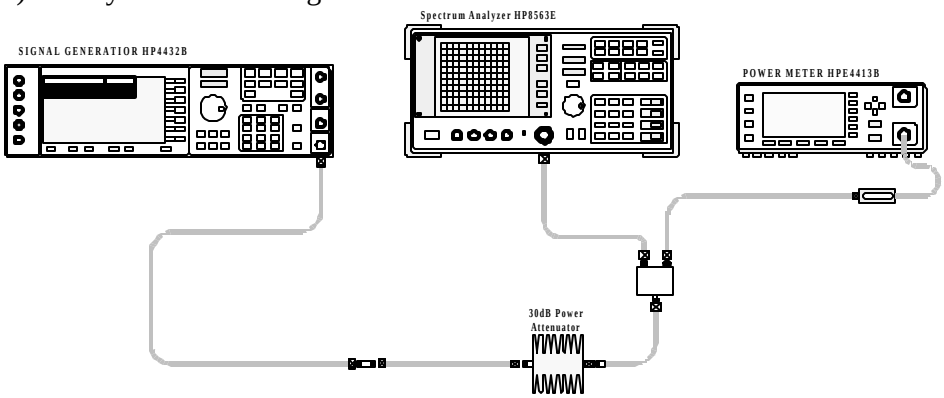

Figure 2 Spectrum Analyzer Calibration Configuration for Forward Link
6) Set System as follow Figure 2.